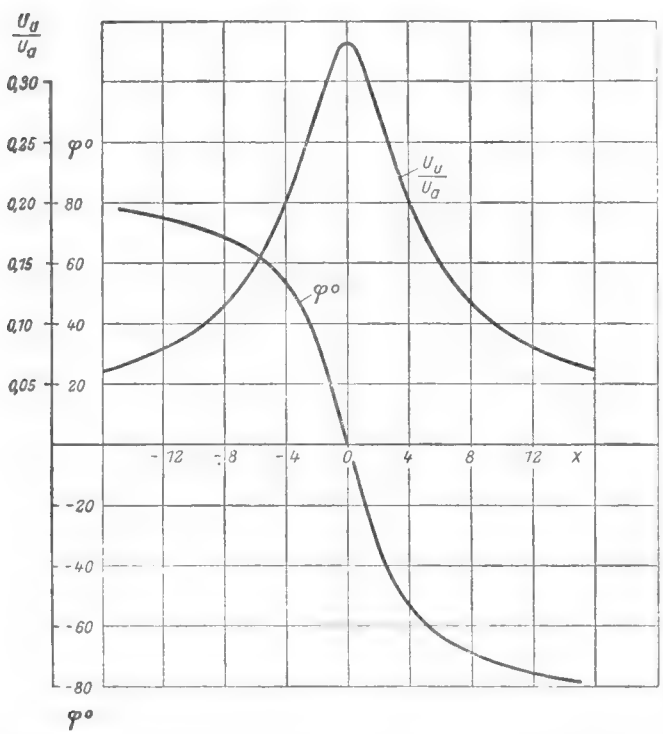

*Bild 5. Amplitudengang und Phasenwinkel der Wien-Brücke über der Verstimmung x*
Sein Verlauf ist in Bild 5 aufgetragen.
Der Phasenwinkel für $\frac{u_u}{u_a}$ [nach Gleichung (3)] beträgt $\operatorname{tg}\varphi = -\frac{x}{3}$ (s. auch Bild 5).